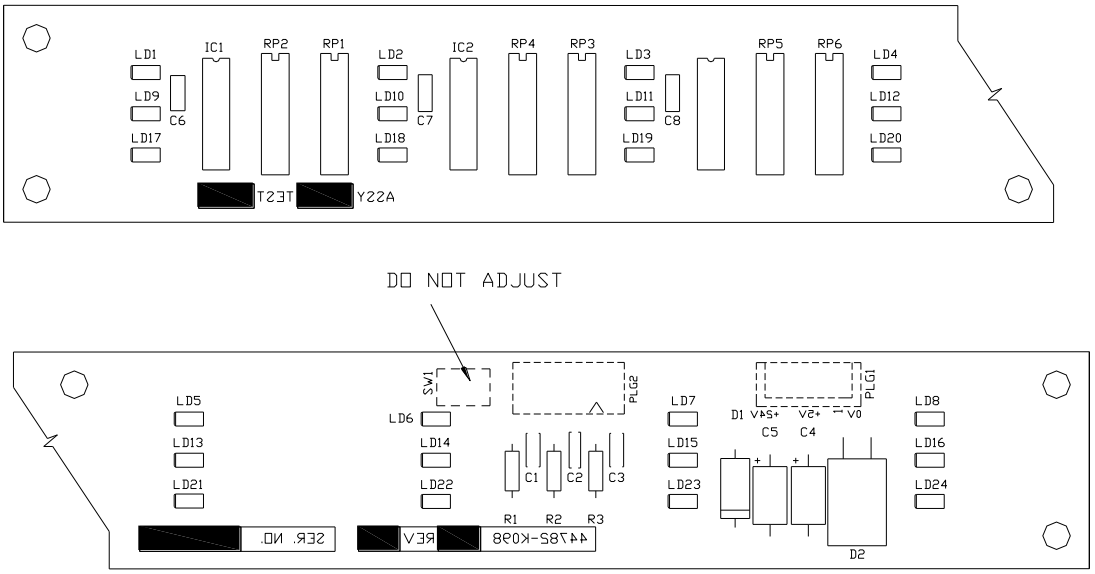

Figure 61 Eight Engine Status Display PCB
3.6.2 8 Engine Status Display PCB Replacement. Part No. 1-44782-K098 (refer to Figure 61)